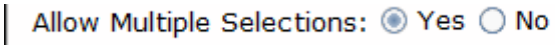

Figure 10 : Case d'autorisation des sélections multiples.
5. Si une perturbation du plateau se produit au cours de ce processus, reportez-vous à l'annexe F ou déconnectez-vous du programme. Reportez-vous aux Figures 10 et 11 de la page précédente pour les instructions de déconnexion.
Pour créer une nouvelle liste : l'opérateur doit d'abord sélectionner Ajouter une nouvelle liste. Ceci ajoutera la ←Nouvelle entrée→ à la liste des Listes sauvegardées. L'opérateur peut changer le nom de la liste de ←Nouvelle entrée→ en un nom souhaité sur la ligne du Nom de texte. De plus, l'opérateur peut autoriser ou non la sélection de plusieurs éléments de la liste en cochant la case Permettre les sélections multiples, présentée sur la Figure 10. Si cette case est sélectionnée, l'opérateur peut commencer à saisir les contenus de la liste dans la zone de texte, chaque nouvelle ligne coïncide alors avec une nouvelle sélection possible (par défaut, les informations ne concernent qu'un seul champ). Lorsque vous avez terminé, cliquez sur Ok pour sauvegarder le nouveau champ/la mise à jour.